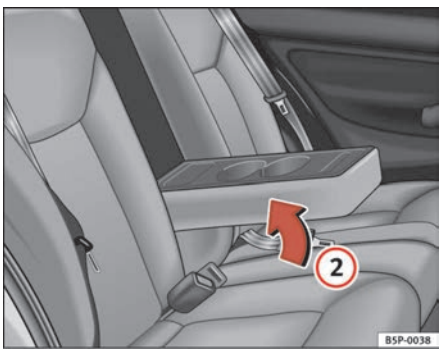

Fig. 111 Rear armrest/drink holder
– To close, lift the Drink holder* / armrest* in the direction of the arrow ⇒ page 142, fig. 111 (2).